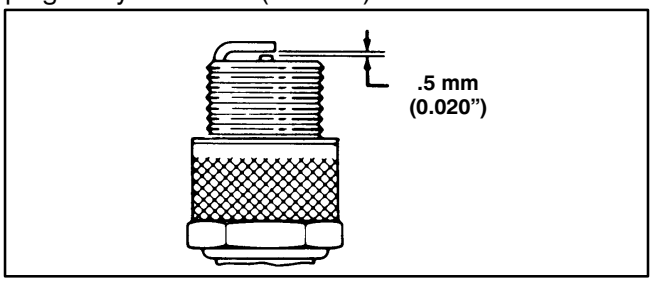

Figure 17
3. Set air gap at 0.5 mm (0.020”) (Fig. 17). Install correctly gapped spark plug and gasket seal. Tighten plug firmly to 19 N·m (14 ft−lb).